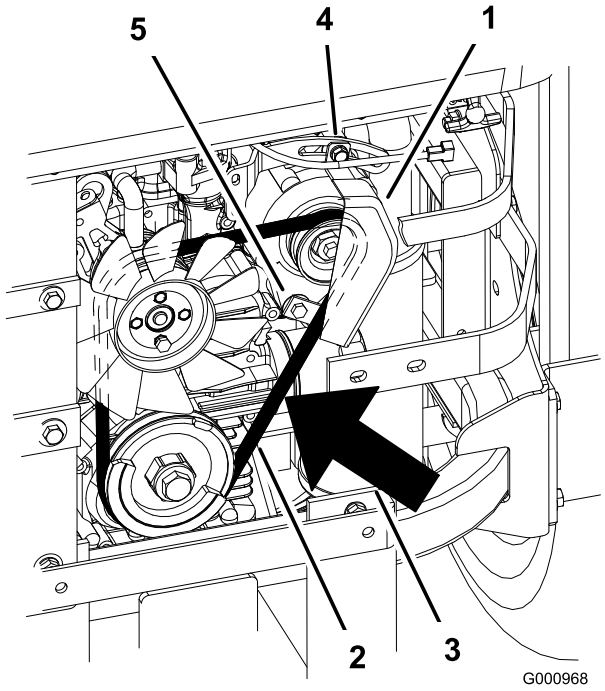

Figura 66
7. Afloje el perno inferior y retire el perno superior que sujeta el alternador y la cubierta (Figura 66).
9. Instale una correa nueva alrededor de las poleas y del alternador (Figura 66).
14. Apriete el perno inferior e instale el perno superior que sujeta el alternador y la cubierta (Figura 66).
2. Ajuste el alternador hacia fuera hasta que quede una desviación de 7 a 9 mm en la correa entre el motor y las poleas del alternador con un esfuerzo de 10 kgf (Figura 66).
5. Si la desviación es correcta, apriete los pernos inferior y superior (Figura 66).